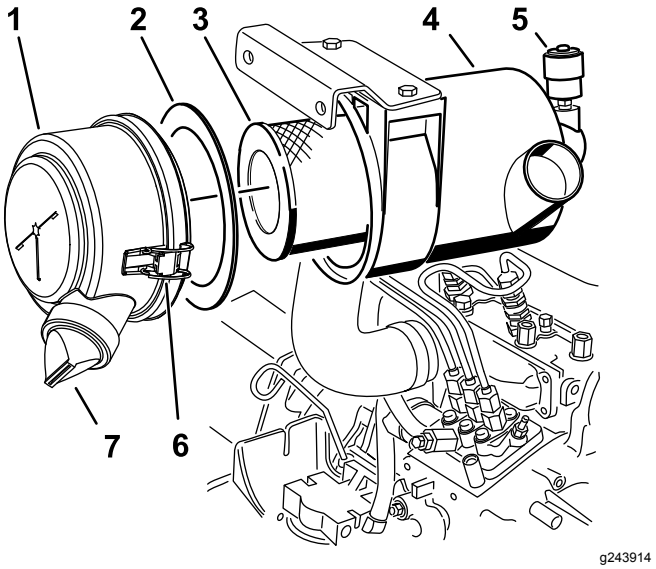

Figuur 30
3. Geef het luchtfilter een onderhoudsbeurt wanneer de luchtfilterindicator rood is, of om de 400 uur (vaker in uiterst stoffige of vuile omstandigheden (Figuur 30).